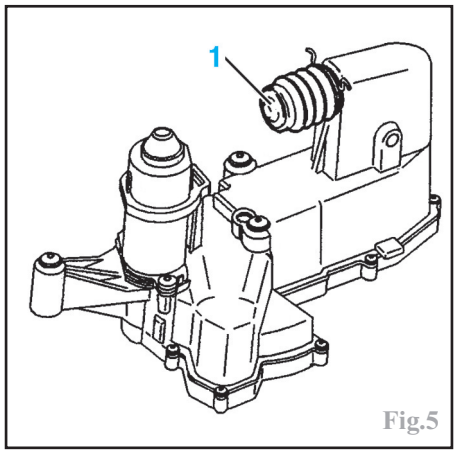

Fig.5
Il est interdit de manipuler l'actionneur par la tige de poussée (1) (Fig.5), de comprimer et relâcher la tige de poussée, d'alimenter directement un actionneur d'embrayage avec une source d'alimentation **12 volts** et de piloter l'actionneur déposé à l'aide de l'outil de diagnostic.